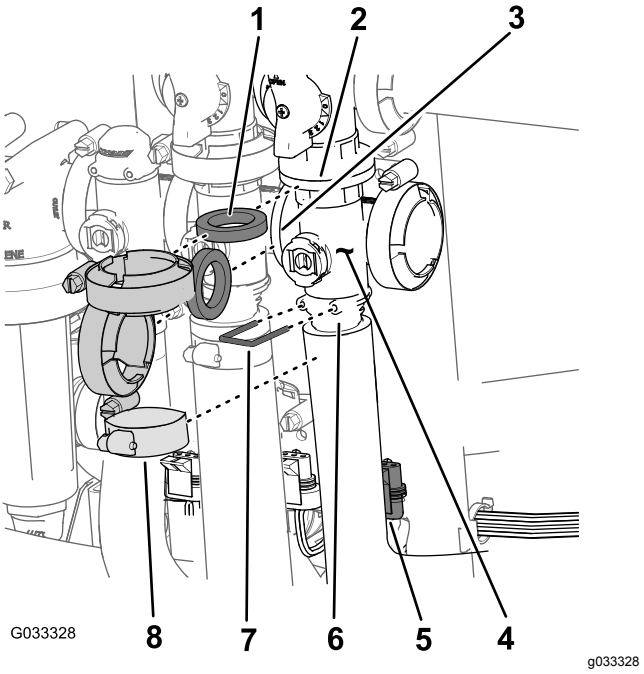

**Figuur 66**
1. Verwijder de klemmen en pakkingen waarmee de verdeler voor de hoofdklep van de spuitboom (Figuur 66) is bevestigd aan de omloopklep van de spuitboomhoofdschakelaar, de mengklep en de verdeler voor de hoofdklep van de spuitboom (aan het uiteinde van de slang voor de vloeistofmeter).
2. Verwijder de borgclip waarmee de uitgaande fitting aan de verdeler voor de hoofdklep van de spuitboom is bevestigd (Figuur 66).